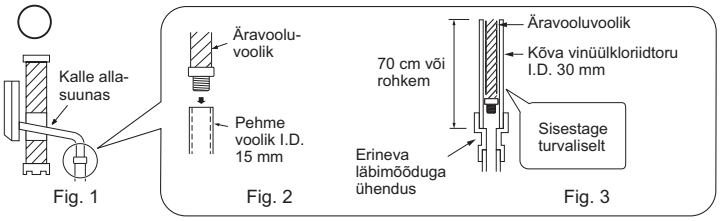

Fig. 1 Fig. 2 Fig. 3
- Äravooluvoolik peaks voolu paremaks ärajuhtimiseks olema suunatud allapoole. (Fig. 1)